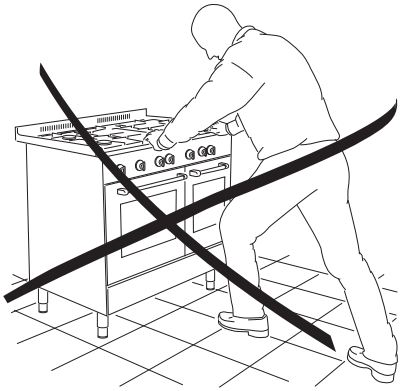

*Fig. 1.8*
**When moving cooker to its final position DO NOT DRAG (fig.1.8).**